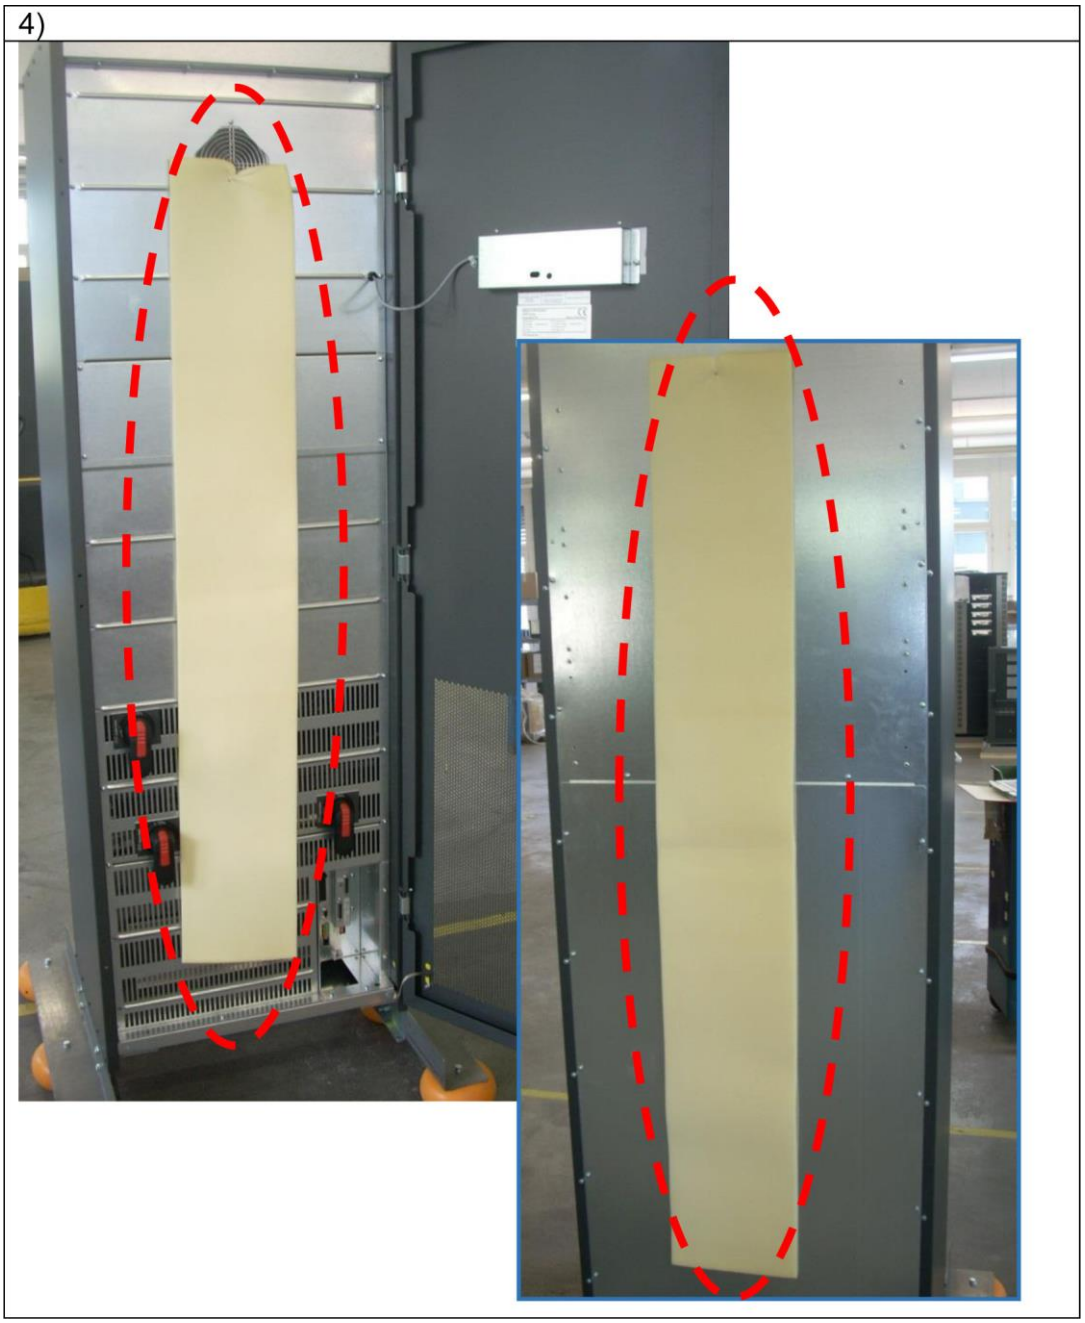

Рис. 9. Фотография поглотителей влаги. Один находится внутри передней части ИБП (слева), а другой — на задней панели (справа)
4) Удалить два поглотителя влаги. Один находится внутри передней части ИБП: необходимо открыть дверцу с помощью ключей и удалить поглотитель. Другой находится на задней панели, см. рис. 9 на следующей странице.